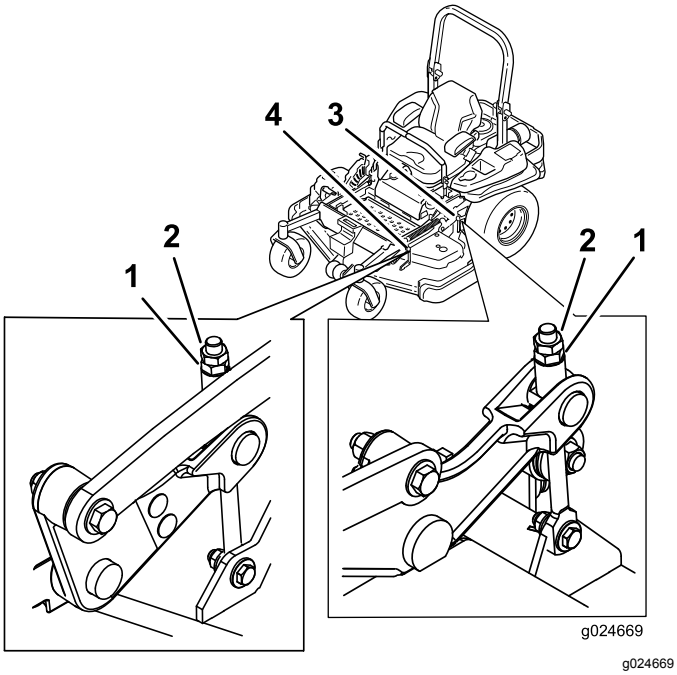

Figuur 86
9. U kunt de stelmoer op de hefinrichting van het voorste maaidek draaien om deze nog nauwkeuriger in te stellen (zie Figuur 86).
14. Stel de stelschroef fijn af door ze te draaien om een hoogte te verkrijgen van 83 mm (Figuur 86).